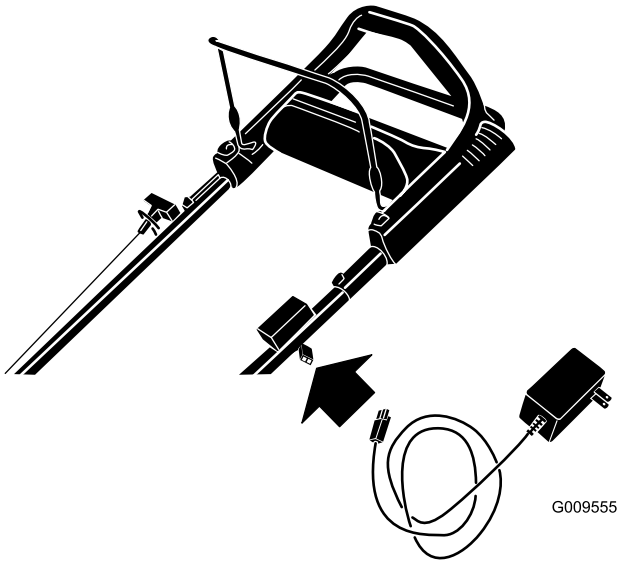

Figur 26
1. Anslut laddaren till ledningsnätet nedanför tändningsnyckeln (Figur 26).